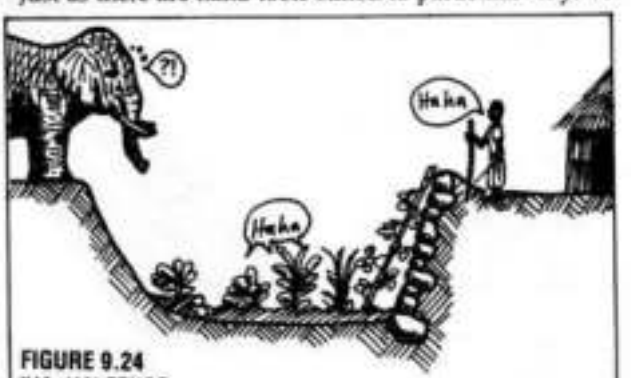

FIGURE 9.24
11. EARTH WALLS OR "HA HA" FENCES. The "ha ha" is a below-grade ditch, which acts as a fence. It is used in classical vista gardens where views are to be uninterrupted, and in zoos for direct viewing of large and potentially dangerous animals. It is also a defence for villagers against stock where the resources do not allow wire fences, but labour or a machine can be obtained. It is essentially a deep pit, dry or wet, with one steep wall faced by stone (**Figure 9.24**). It can be scaled to size for the species excluded.